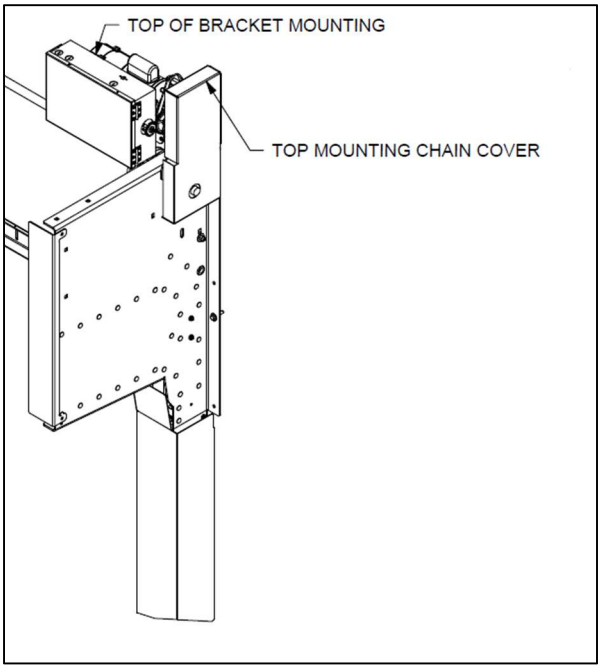

***Figure 41 – TOP MOUNTING CHAIN COVER OPTION***
c. For the top motor mount, use the #10 self-drilling screws to attach the chain cover to the motor bracket. Reference **Figure 41**.